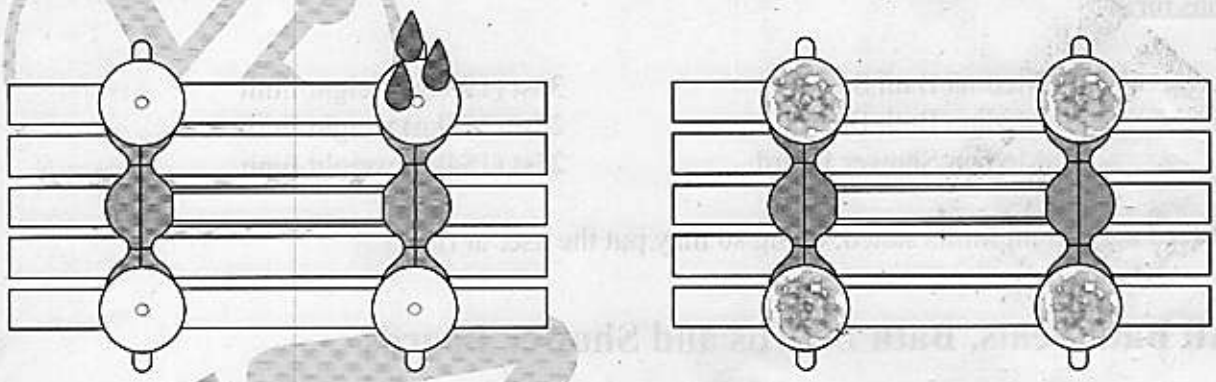

fig. 3
2. Take the bath seat and dampen the four suction pads on the underside of the seat (see fig. 3)